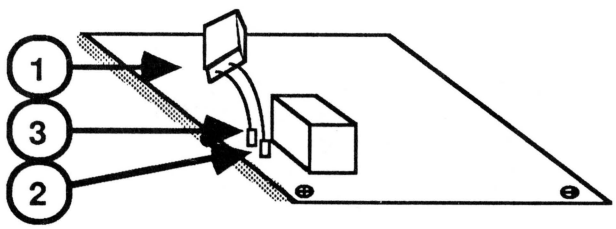

FIGURE 45
1. On the Rev. A main logic board service module, locate the female half of the male/female connector for the AC power supply cable (Figure 45, #1).
2. The female connector's two power wires (white and black) must be desoldered from the metal crimp connectors (Figure 45, #2) that hold them to the logic board. To do this, use the following procedure:
b. Heat the top area (Figure 45, #3) of the metal crimp connector and use a solder sucker to remove the old solder.